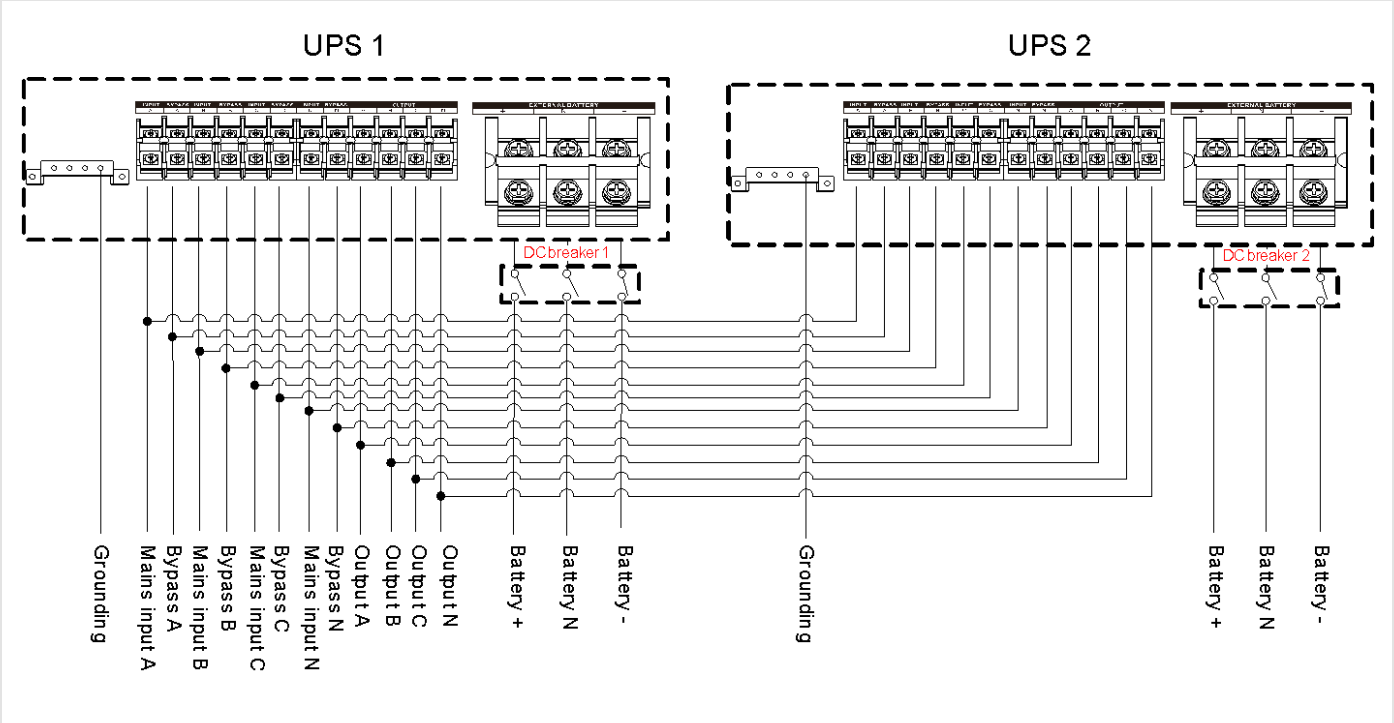

FIGURE 4-31 Parallel system power wiring (two UPS shown)
3. Connect the input, bypass, output and battery cables of the parallel system as shown in Figure 4-31.